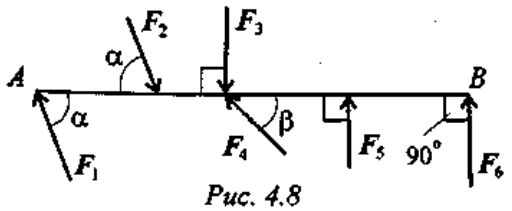

Рис. 4.8
1.Какие силы из системы сил (рис. 4.8) образуют пары?